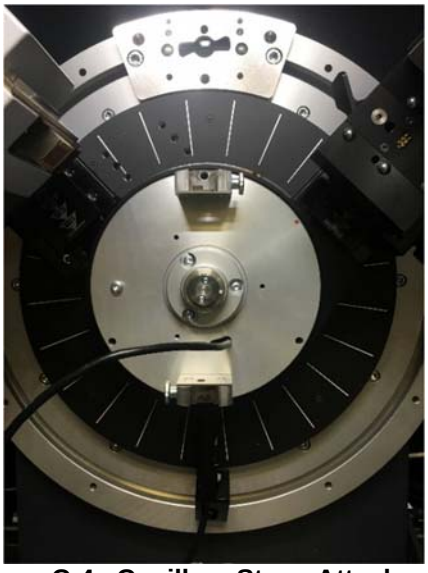

Figure C-4. Capillary Stage Attachment
3. Insert the Capillary Stage with the two red dots aligned and rotate the stage clockwise until the screws are aligned (Figure C-4).